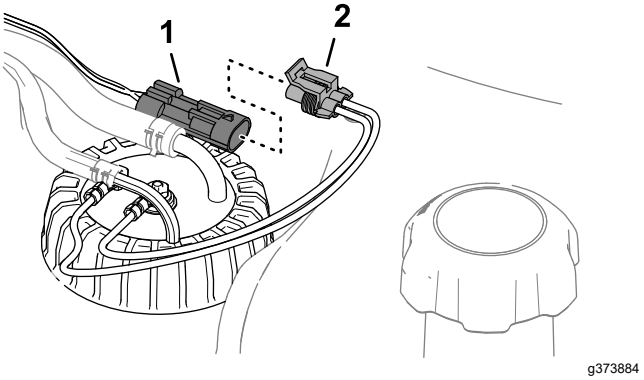

Figuur 89
3. Verwijder de connector met 2 contacten van de kabelboom van de brandstofsensor van de connector met 2 pinnen van de machinekabelboom (Figuur 89).